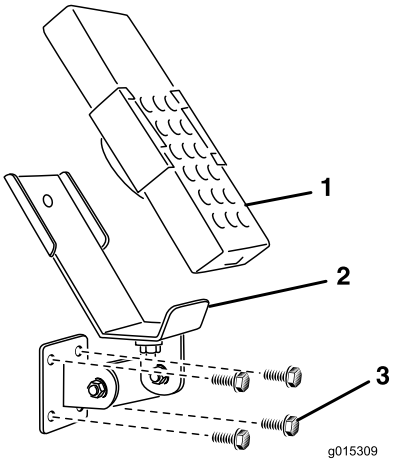
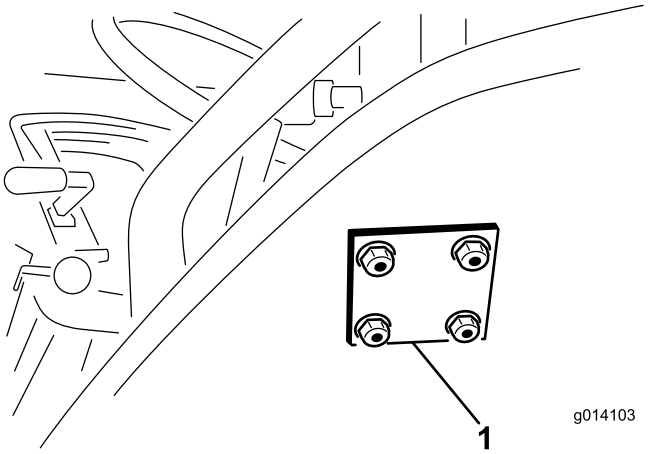

Figur 12
Figur 13
3. Bruk bakplaten som mal, og finn, marker og bor (4) hull på 8,7 mm i tauekjøretøyets monteringsflate.
4. Fest monteringsbraketten og bakplaten med (4) flenshodeskruer på 5/16 x 1–1/2 tommer og flenslåsemutre (Figur 12 og Figur 13).